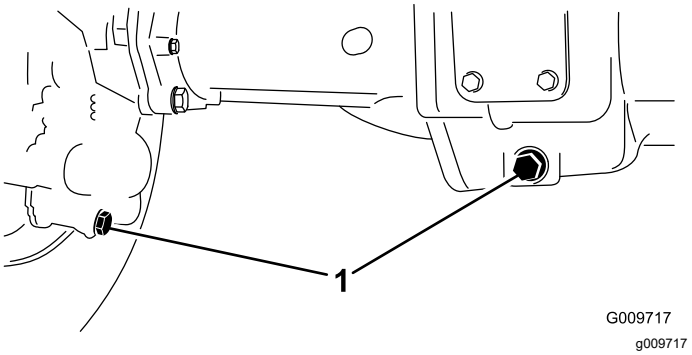

**Figuur 112**
2. Reinig de omgeving van de 3 aftappluggen, 1 aan elke kant en 1 in het midden (Figuur 112).